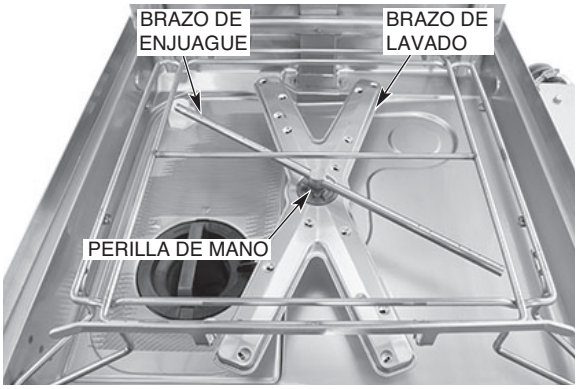

Fig. 24
7. Asegúrese de que los brazos de lavado y enjuague superior e inferior (Figs. 24, 25) giren libremente y estén libres de cualquier obstrucción. Si no es así, retire los brazos y elimine cualquier obstrucción. Consulte la sección Mantenimiento, página 37.